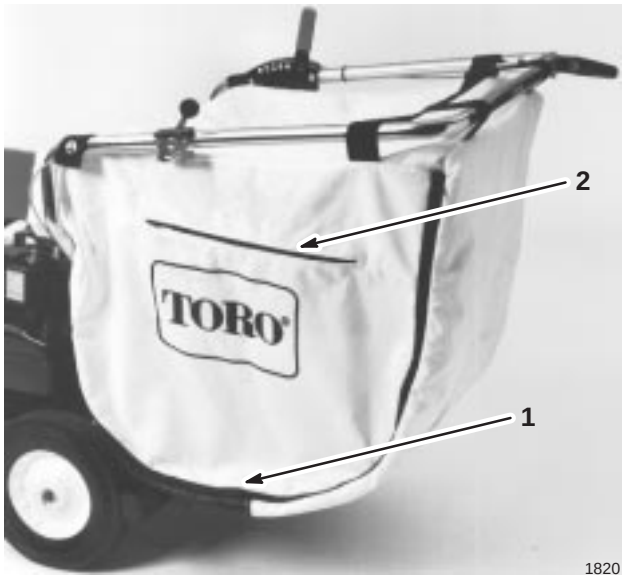

Bild 14
3. Öffnen Sie den Reißverschluss an der Seite des Sacks und entleeren den Inhalt (Bild 14).
Der Sack ist mit Reißverschluss-Entlüftungen versehen (Bild 14). Öffnen Sie, wenn Sie einen Bereich, der größtenteils frei von Staub ist, absaugen die seitliche Entlüftung, damit Luft ungehindert ausströmen kann. Schließen Sie die Entlüftung, wenn Sie einen staubigen Bereich absaugen.